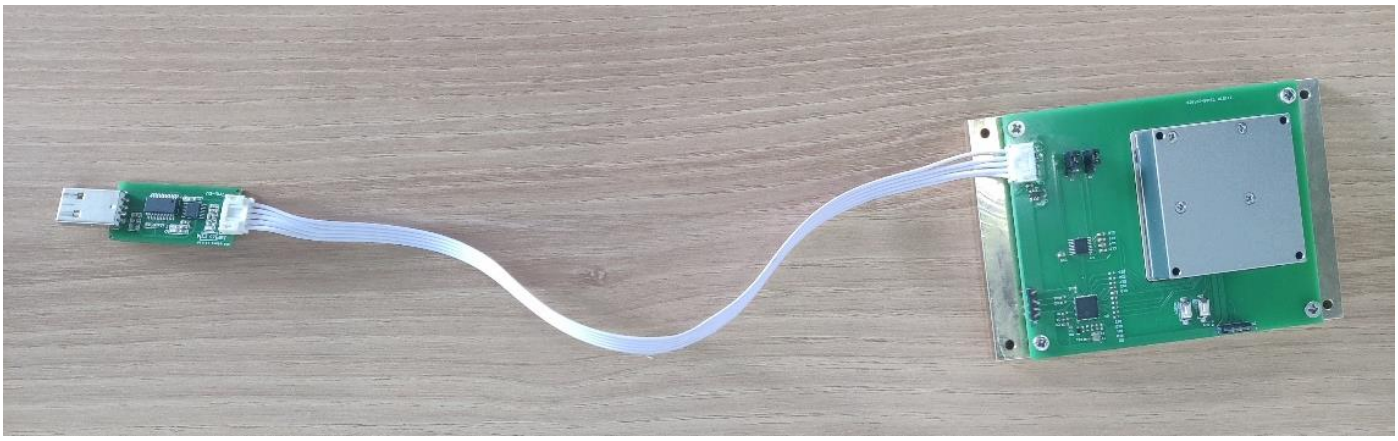

Figure 1: install IMU488M module into the IMU488M evaluation board
1. IMU488M module is connected to the IMU488M evaluation board through 2X12 pins connector, and the limit column and limit hole at the base of the evaluation board can constrain the position of the IMU488M module, and the IMU488M module can be fixed to the evaluation board base with 4 screws. As shown in Figure 1: